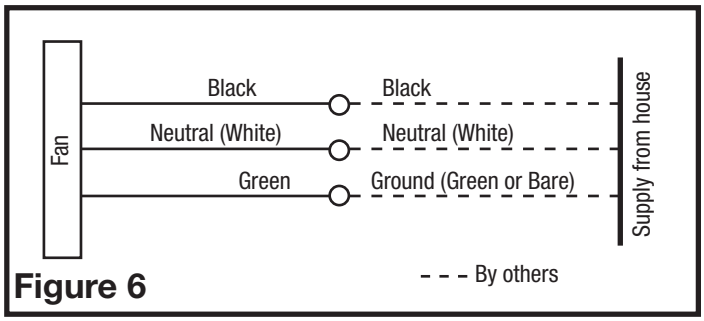

Figure 6
3. Connect the White wire from the house to the White wire from the fan's receptacle. Connect the Black wire from the wall switch to the Black wire from the fan's receptacle. Connect the ground wire from the house to the Green wire from the fan's receptacle **(Figure 6)**. Use approved methods for all connections.